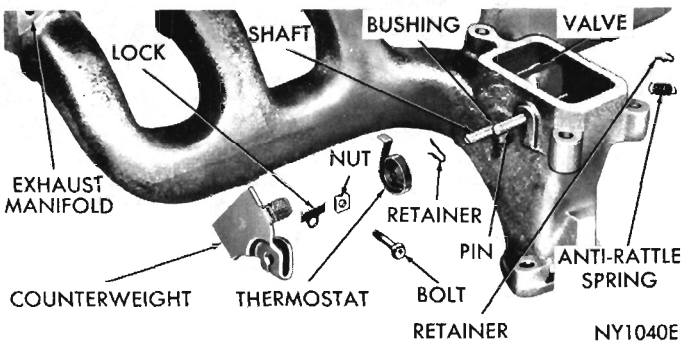

Fig. 18—Manifold Heat Control Valve—Disassembled (170, 225 Cu. In. Engines)
(1) Remove counterweight and lock from end of shaft by loosening clamp bolt (Fig. 18).
(2) Unhook thermostat from stop pin and remove from valve shaft slot.
(3) Move valve shaft back and forth and test operation. If shaft is binding in manifold, apply a suitable manifold heat control valve solvent to dissolve deposits.
(4) Examine bumper stop on counterweight. If damaged, replace with a new one.